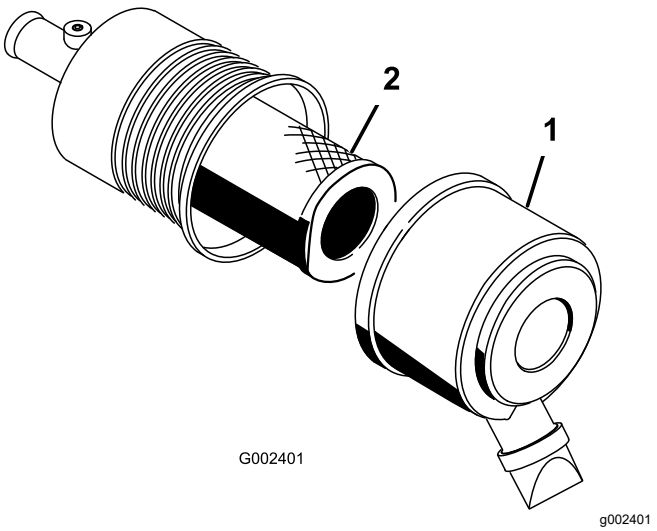

**Figur 52**
2. Lossa spärrhakarna som fäster luftrenarkåpan på luftrenarhuset (Figur 52).
3. Ta bort kåpan från luftrenarhuset (Figur 52).
5. Ta bort och byt ut filtret (Figur 52).